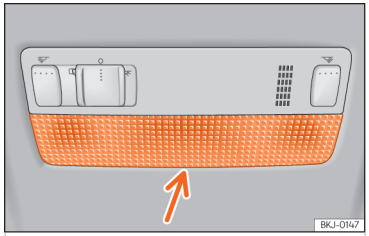

Abb. 174 Leseleuchte vorne.
- Das flache Ende eines dünnen Schraubendrehers zwischen Gehäuse und Glas einführen ››› (Abb. 174).